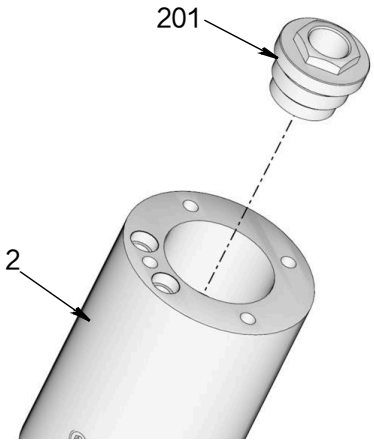

图 34
22. 从活塞 (213) 上拆下活塞密封 (214)。丢弃活塞密封 (214) 和销钉 (217)。新的更换零套件括在套件中。
23. 目视检查杆分段和泵气缸 (204) 的内表面，确保在后面的拆卸中没有弯曲或损坏。泵如果有弯曲和 / 或损坏的零配件将不能保持压力和 / 或高效运行。
24. 使用带绕扳手将垫片气缸 (205) 与泵适配器 (2)，松开气缸。当气缸 (205) 足够松动时，用手拧下螺丝，将其从泵上拆下。
25. 如果垫圈密封 (206) 没有随垫片气缸 (205) 一道出来，请将其从泵适配器 (2) 内拆下。丢弃垫圈密封。使用包括在套件中的垫圈密封进行重装。
26. 使用套筒松开六角螺母 (201)，从泵适配器 (2) 上拆下（图 34）。